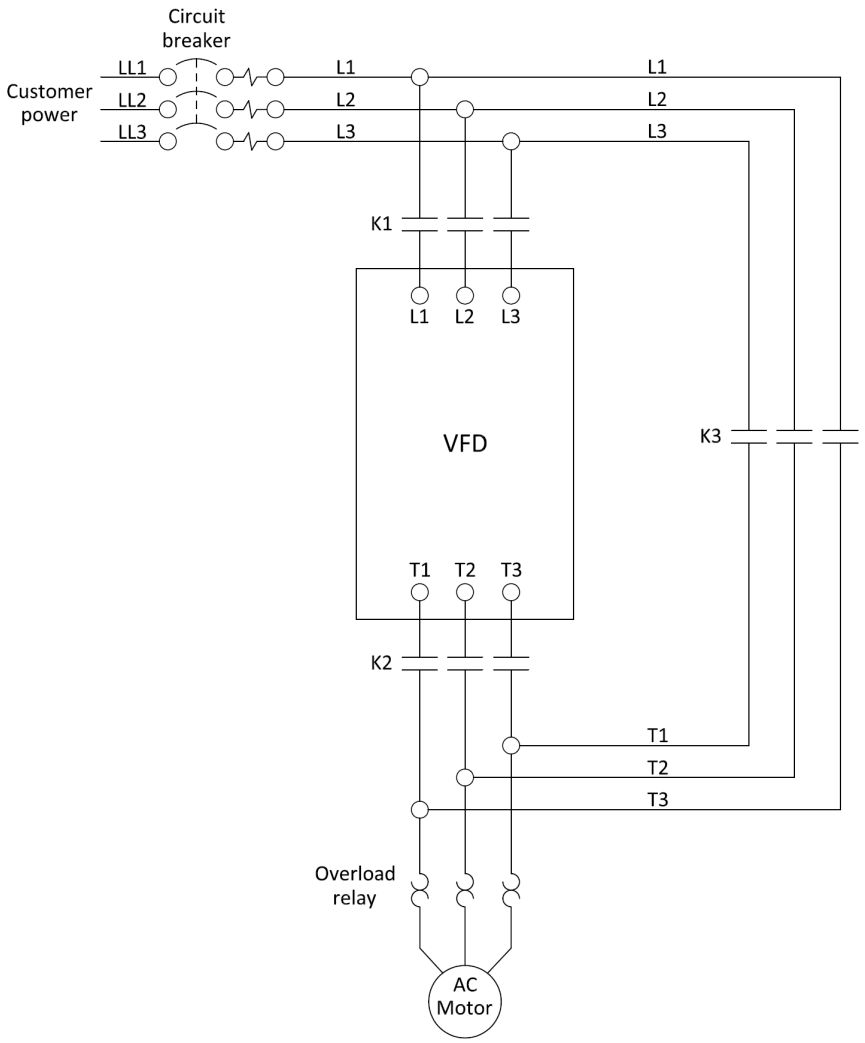

**Figure 13: VFD Wiring for Single Fuel VFD Bypass**
1. Wire the VFD and motor contactor contacts as shown in Figure 13.